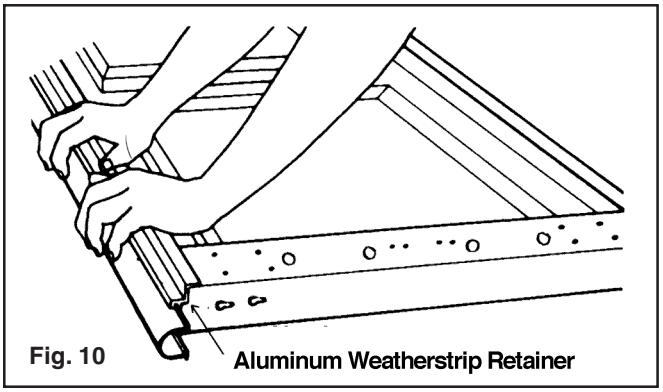

Fig. 10
**Step 2:** Find the section with the aluminum weatherstrip retainer fastened to one edge. The aluminum weatherstrip retainer is on the bottom edge of the bottom section. Place the section on saw horses face down. (FIG. 10)